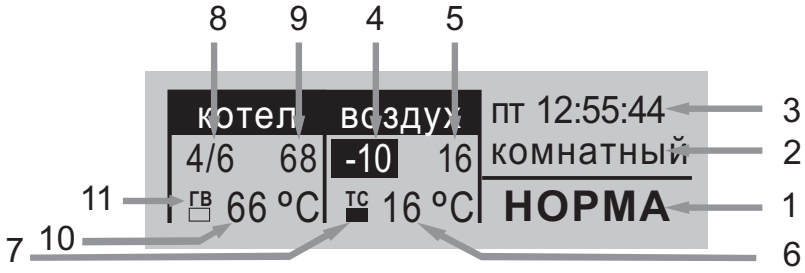

Рисунок 7. Информация главного окна
5.12.3 Описание информации на дисплее в режиме главного окна в соответствие с рис. 7: